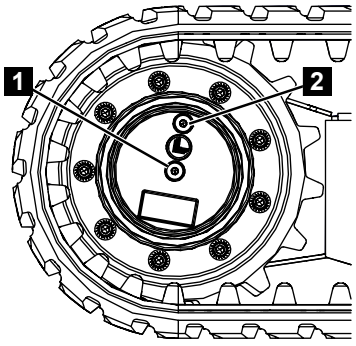

Fig. 200
8. Re-tighten the screw connections (Fig.200/1 and 2) with the seals or copper washers.